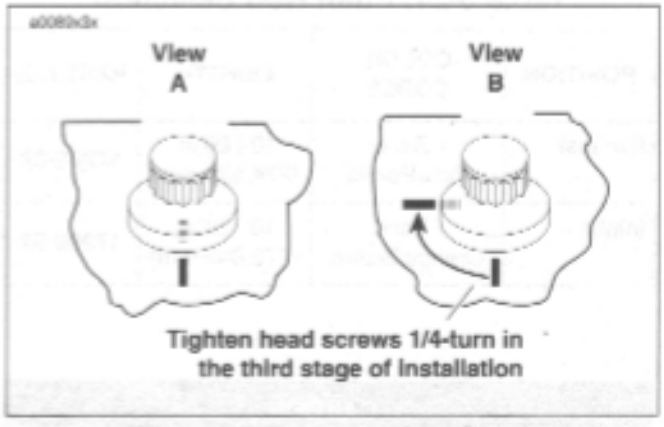

Figure 3-88. Tightening Head Screws
c. See Figure 3-88. Mark cylinder head and head screw shoulder with a line as shown (View A).